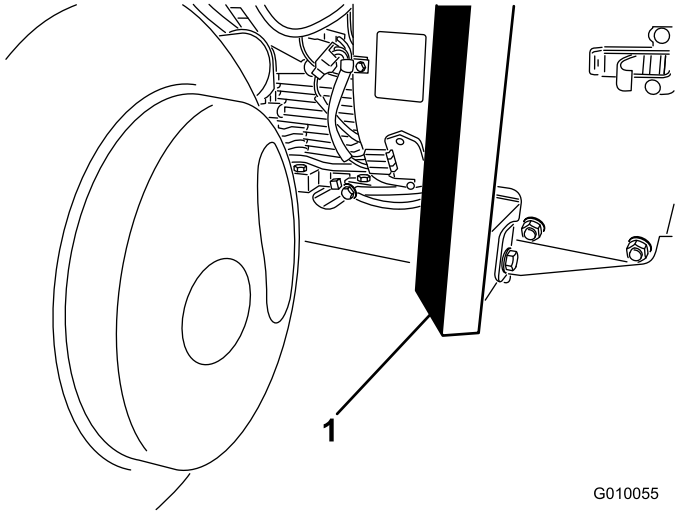

**Figur 40**
2. Placera domkraften på ett säkert sätt under ramens främre del (Figur 40).